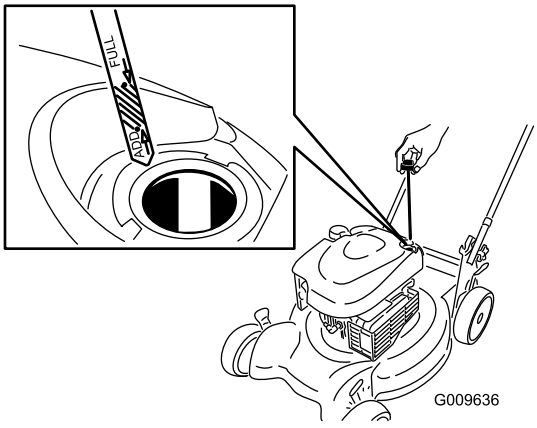

**Figuur 21**
2. Verwijder de peilstok (Figuur 21).
4. Giet **langzaam** olie in de vulbuis totdat het peil de **Vol**-markering op de peilstok bereikt (Figuur 21). **Niet te vol vullen.** (Maximale vulhoeveelheid: 0,59 l, type: SAE 30 reinigingsolie, met onderhoudsclassificatie SF, SG, SH, SJ, SL van het American Petroleum Institute [API] of hoger).